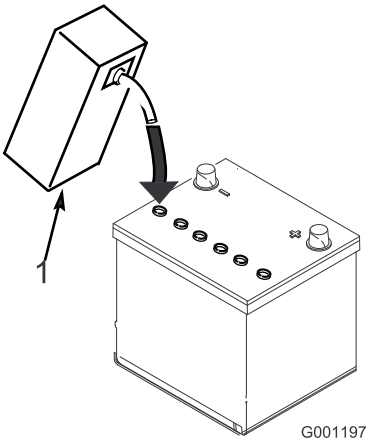

Figur 4
3. Fyll försiktigt varje cell med elektrolyt, tills plattorna är täckta med ca 6 mm vätska (Figur 4).
4. Låt elektrolyten sugas upp av plattorna under 20 till 30 minuter. Fyll på elektrolyt så att nivån kommer upp till ca 6 mm från botten av påfyllningshålet (Figur 4).